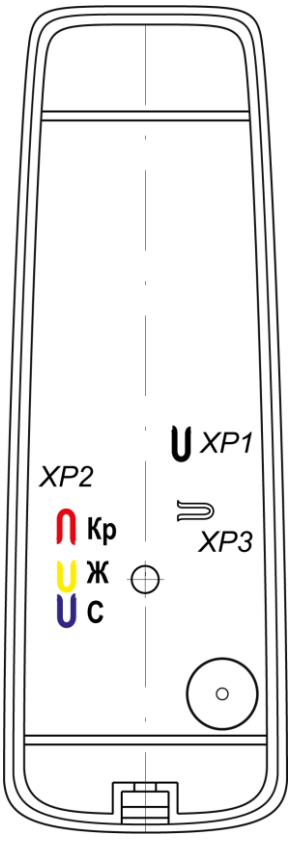

Рисунок 3. Расположение трех перемычек «Конфигурация» (*XP2*), перемычек «Отключение концевого резистора» (*XP1*) и «Тип выходного интерфейса» (*XP3*)
Номер считывателя от 1 до 8 задается с помощью конфигурационных перемычек ***XP2*** (см. рис. 3). Соответствие номера считывателя положению перемычек указано в таблице 1.
Для изменения формата выходных данных интерфейса *Wiegand* необходимо при монтаже считывателя перекусить кусачками соответствующие перемычки-проводом ***XP2*** (см. рис. 3), расположенные на тыльной стороне корпуса считывателя под металлическим основанием. Изменение формата выходных данных интерфейса *Wiegand* производится перекусыванием перемычек в соответствии с Таблицей 4.
Считывание кода подтверждается считывателем кратковременным миганием индикатора желтым цветом, сопровождаемое кратковременным звуковым сигналом. Для включения варианта управления «*double-line*» необходимо при монтаже считывателя перекусить кусачками перемычку-провод красного цвета «*single-double*» ***XP***2 (см. рис. 3), расположенную на тыльной стороне корпуса считывателя под металлическим основанием.
5. При помощи трех перемычек ***XP2*** (см. рис. 3):
6. При работе с интерфейсом *RS-485* учтите, что с целью предотвращения искажений сигнала на концах линии связи *RS-485* должны быть установлены концевые резисторы. В считывателе ***PERCo-IR13*** такой резистор предусмотрен конструктивно. Если устанавливаемый считыватель не является конечным устройством на линии связи, то на нем необходимо отключить концевой резистор, для чего перекусите перемычку ***XP1*** (черного цвета, см. рис. 3). Проверьте наличие концевых резисторов на реальных концах линии связи интерфейса *RS-485*.